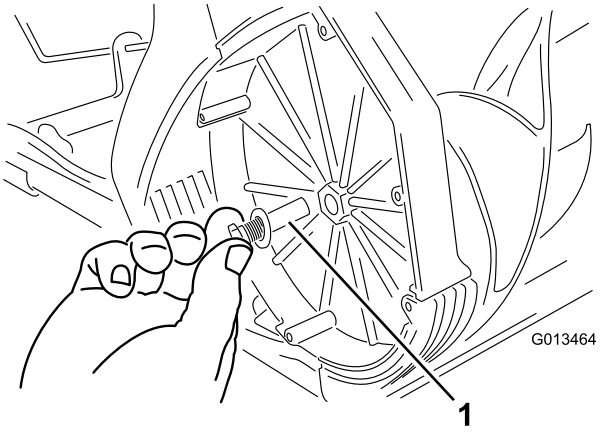

Figur 16
2. Ta bort rotorpinnen (Figur 16).